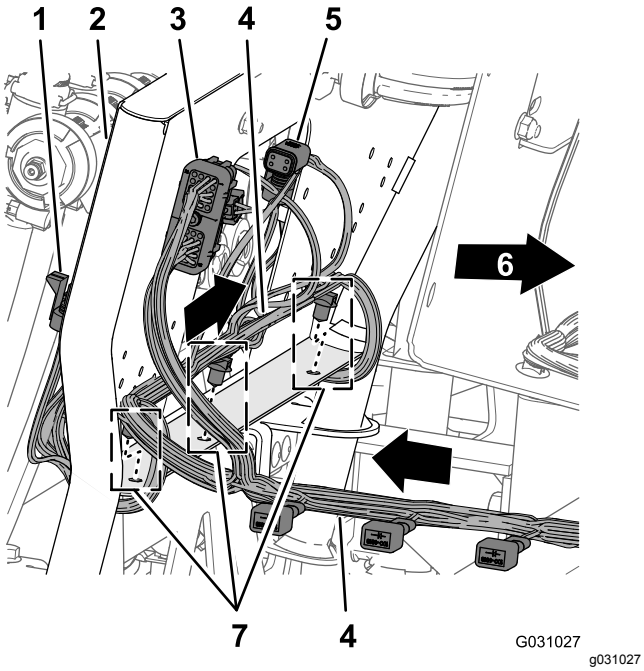

Figuur 126
1. Leid de kabelboomaftakking van 203 cm over de achterzijde van de bevestiging van de 10 kleppen, met de 10 connectors voor de spuitkleppen naar achteren, onder de kleppen (Figuur 126).
2. Steek de pluggen van de kabelboomaftakking van 203 cm in de openingen in de onderste flens van de bevestiging voor 10 kleppen (Figuur 126).